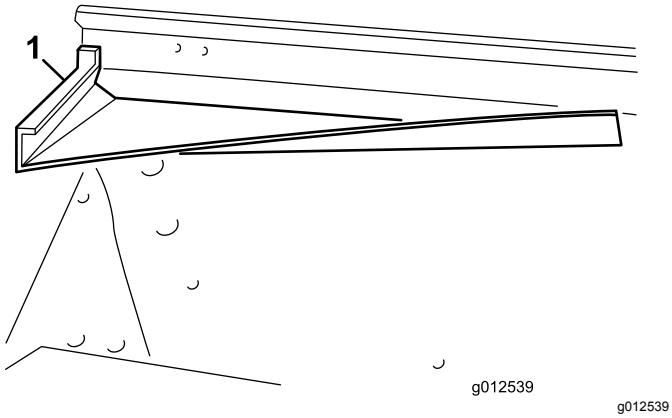
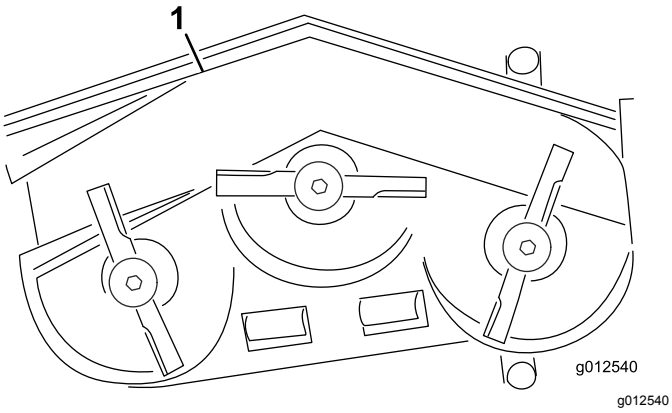
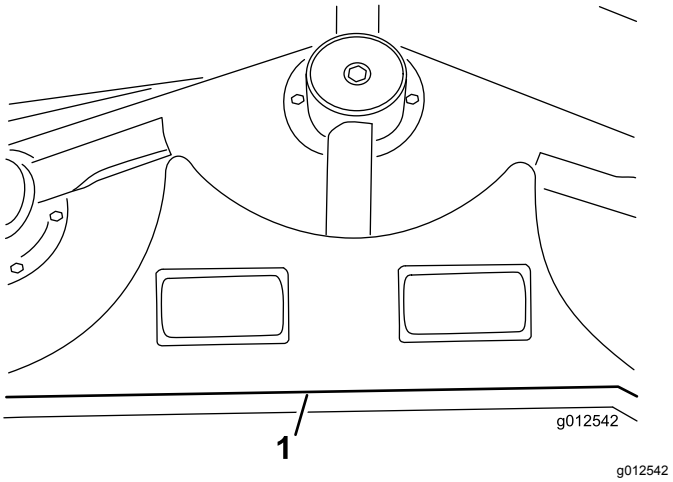
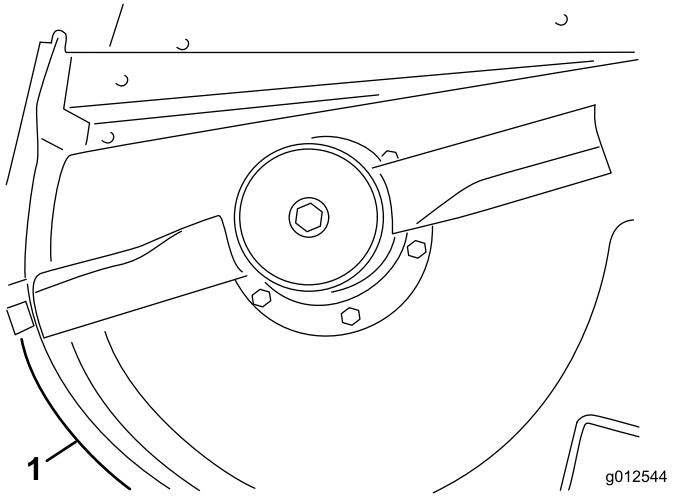

Figuur 11
Figuur 12
Figuur 14
Figuur 16
1. Steek de voorste grasgeleider in het maaidek en zorg ervoor dat het uiteinde van de grasgeleider uitgelijnd is met de rand van de uitworpopening (Figuur 11 en Figuur 12).
8. Monteer de achterrand op het maaidek; monteer 4 bouten (⅜-16 x 1") en borgringen (⅜") in de bestaande gaten (Figuur 14).
9. Lijn de linkerrand uit met het linkeruiteinde van de achterrand en de rand van het maaidek (Figuur 12 en Figuur 14).
11. Lijn de rechterrand uit met het rechteruiteinde van de achterrand en de rand van het maaidek (Figuur 12 en Figuur 16). Gebruik de linkerrand als sjabloon om drie gaten met een diameter van 9/32" te markeren en te boren in het maaidek.